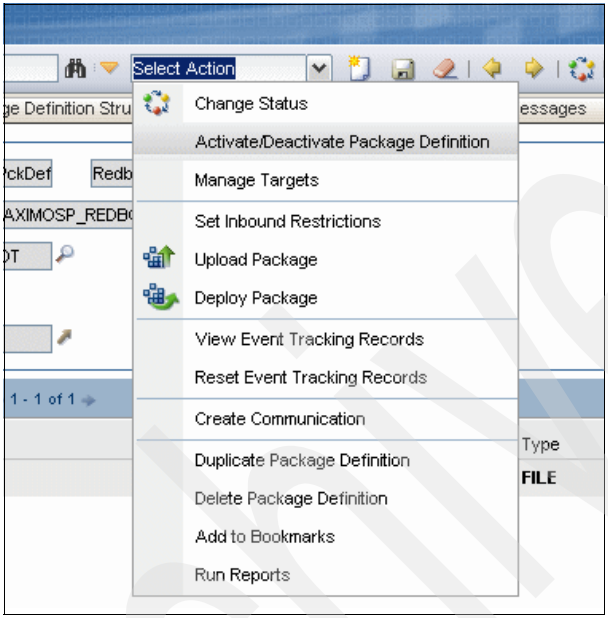

Figure 8-9 The select action Activate/Deactivate Package Definition
6. Activate the Package Definition. Go to the Select Action field, and select the option **Activate/Deactivate Package Definition**, as shown in Figure 8-9.